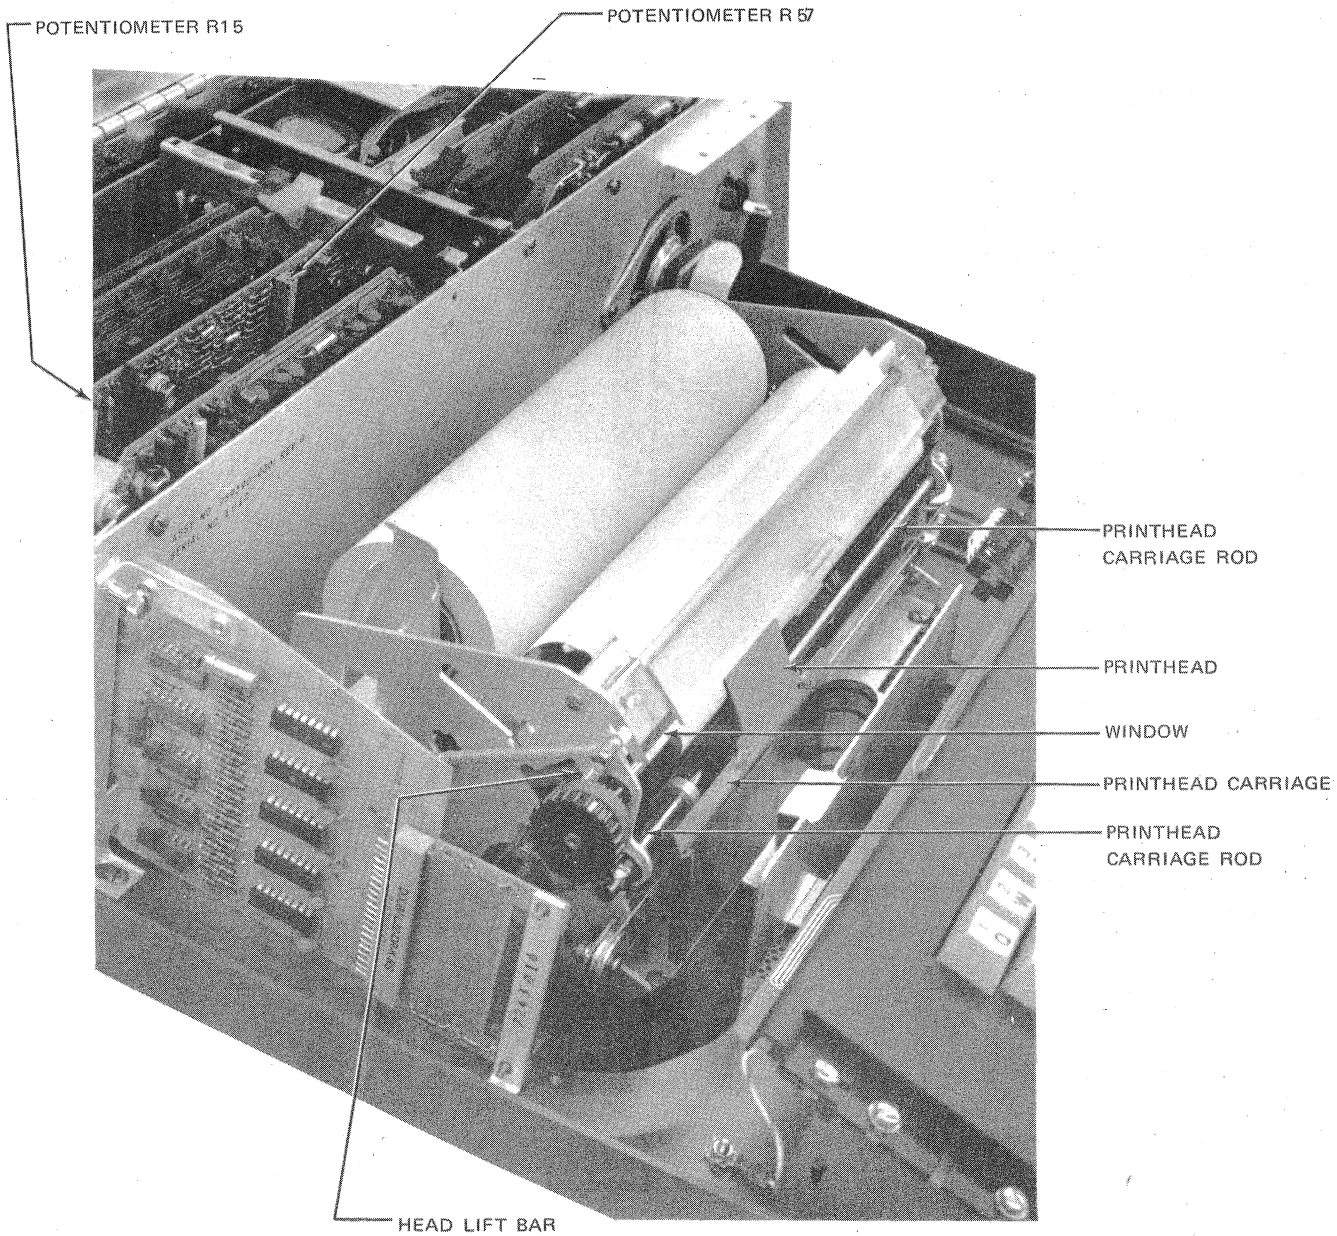

FIGURE 5-1.1. PRINTHEAD DRIVE MECHANISM CLEANING
b. Clean the printhead carriage rod and head lift bar with a soft rag to remove paper residue (see Figure 5-1.1).